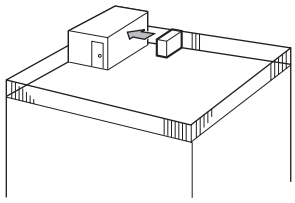

Fig. 2-2
① Coloque la salida de aire de frente a la pared más próxima a una distancia de unos 50 cm (19-11/16") de ella. (Fig. 2-2)